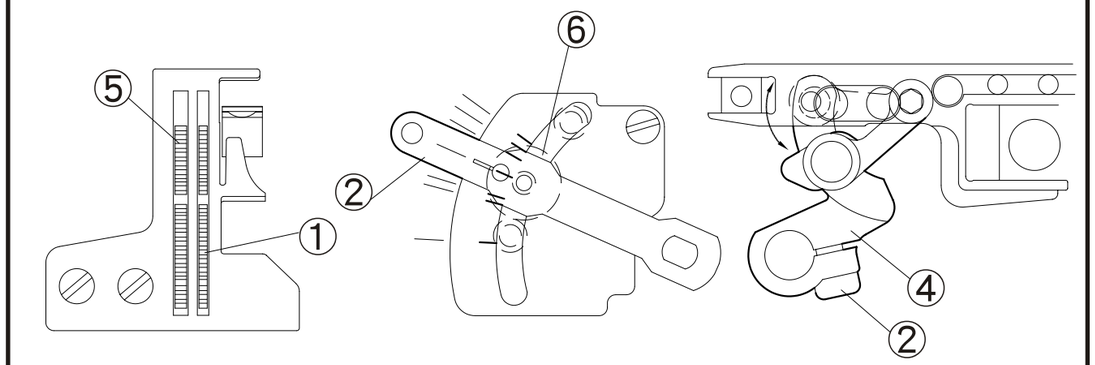

Fig. 21
c. Gire la rueda de la banda a una posición específica. Asegúrese que la actividad de transportar del transportador dentado diferencial 1 este en cero, lo que significa que aunque la barra balanceadora 2 se mueva de arriba a abajo, el transportador 1 se mantiene en su lugar. (Fig. 21)